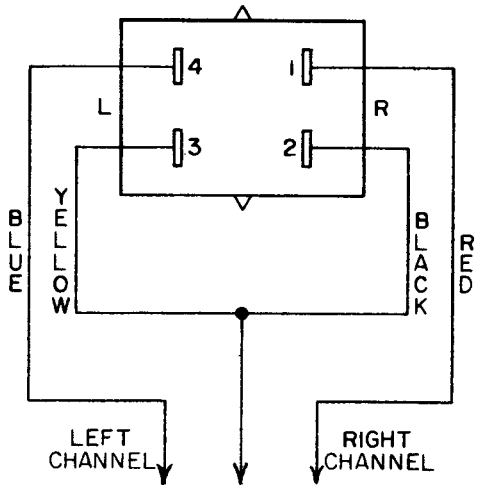

Figure 1 – Cartridge Wiring Diagram
1. Observe the sequence of wires, as shown in Figure 1. Remove the push-on connectors from the terminals.